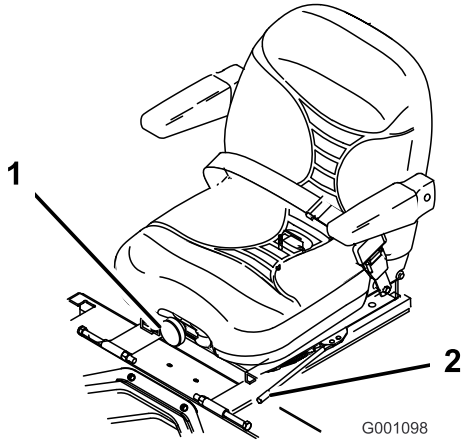

Figur 26
1. Flytt spaken sidelengs for å låse opp setet for å justere (Figur 26).
Drei den fremre knotten enten til høyre eller venstre for å gi best mulig komfort (Figur 26).